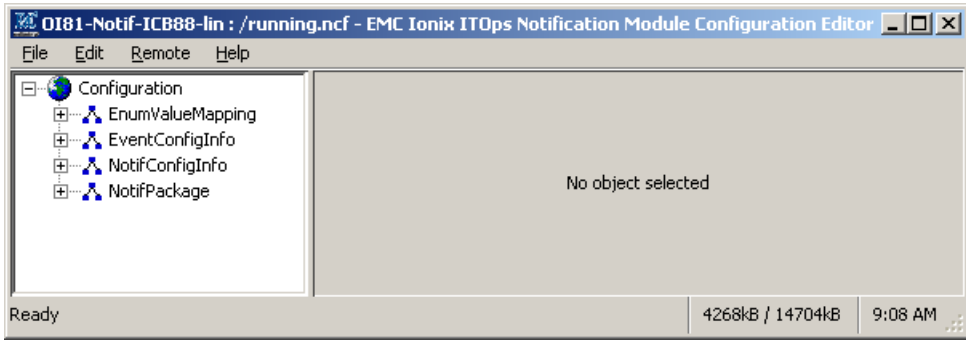

Figure 54 Running configuration from remote server loaded into EMC Smarts NOTIF Editor
- The word “Ready” appears in the bottom-left corner of the EMC Smarts NOTIF Editor, as shown in Figure 54 on page 85.